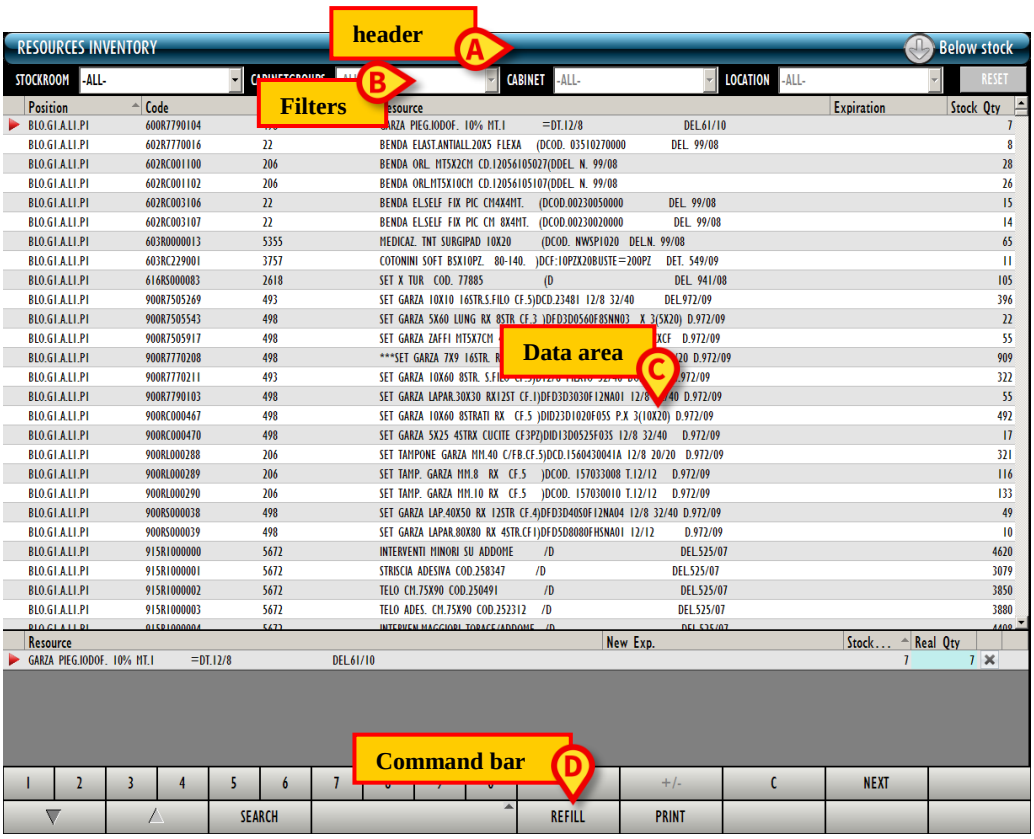

Fig 1
- the header (Fig 1 **A**);
- the selection filters (Fig 1 **B**);
- the data area (Fig 1 **C**);
- the command bar (Fig 1 **D**).
The data area (Fig 1 **C**) displays the contents of the different screens. These contents will be described contextually, with the relating module.
The command bar (Fig 1 **D**) contains the buttons making it possible to perform the procedures relating to the module selected. The different command bars will be described contextually, with the different modules.